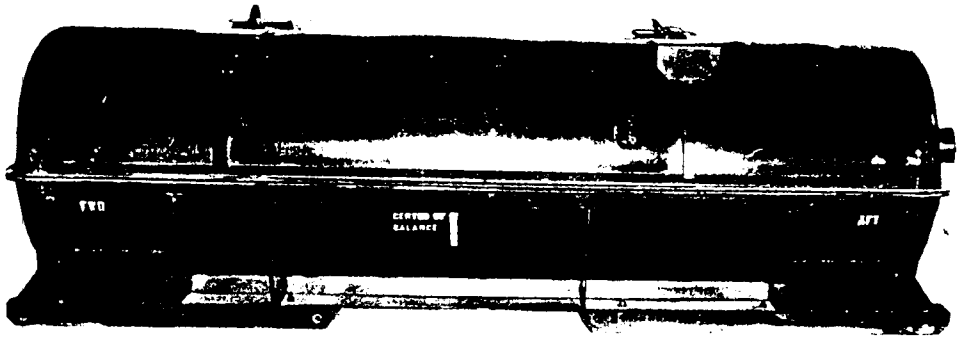

*Figure 63. Metal booster container.*
*b. Booster* (fig. 63). The booster will be shipped in a container similar to the two-piece missile container or in a wooden container. Boosters received in wooden containers will have the thrust structure attached. The sides and ends are secured to the bottom of the container by lag screws and 4 metal bands. In uncrating, the screws and bands are removed and the top, sides, and ends lifted up to give access to the booster. The booster igniter is stored in a receptacle in the forward end of the wooden container.